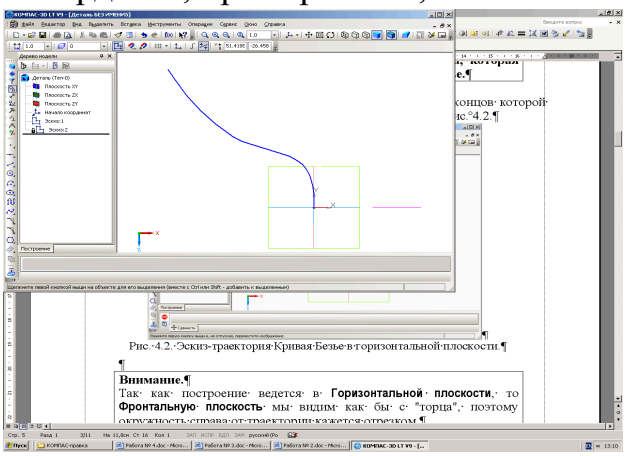

Рис. 4.2. Эскиз-траектория Кривая Безье в горизонтальной плоскости.
1.13. Постройте кривую с двумя точками перегиба, один из концов которой совпадает с началом координат, примерно так, как показано на рис. 4.2.